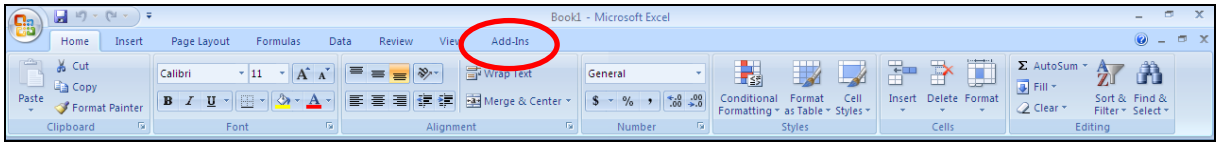

Figure 2.10: Menu item "Add-Ins"
- In order to use FluidEXL*Graphics* in the following example, click on the menu item "Add-Ins" shown in Figure 2.10.